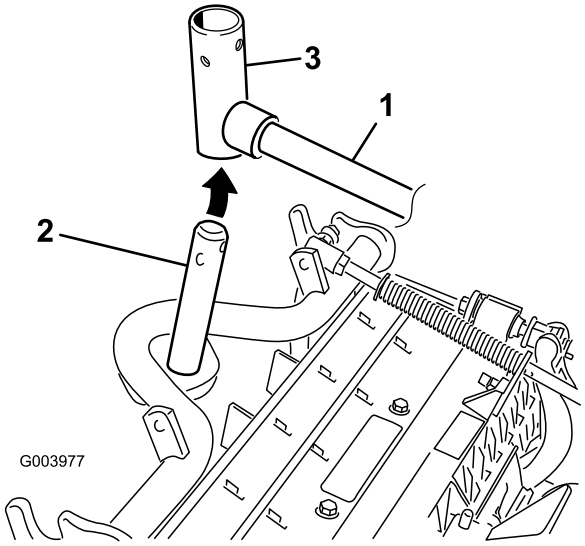

Figuur 11
8. Als u een voormaaidek monteert, moet u het maaidek onder de hefarm schuiven, terwijl u de as van het draagframe in het juk van het draaipunt van de hefarm steekt (Figuur 11).
B. Plaats het juk van de hefarm op de as van het draagframe (Figuur 11).